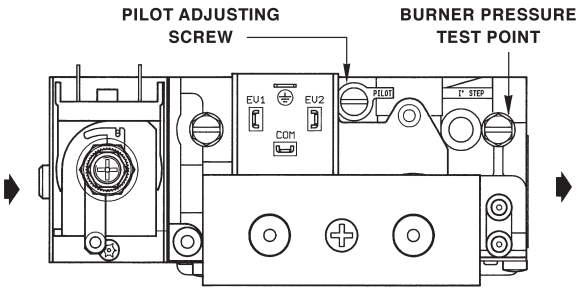

Fig. 16/b
- Remove the screw and connect a pressure gauge to the burner pressure test point on the gas valve (fig. 16/b).